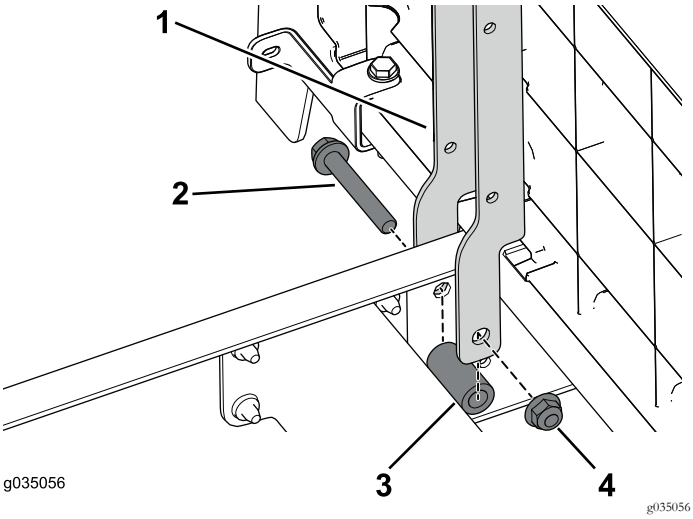

Figure 91
1. Servez-vous des 2 boulons (3/8" x 2½"), entretoises et écrous à embase pour fixer les supports de siège gauche et droit sur la section avant de la machine (Figure 91).